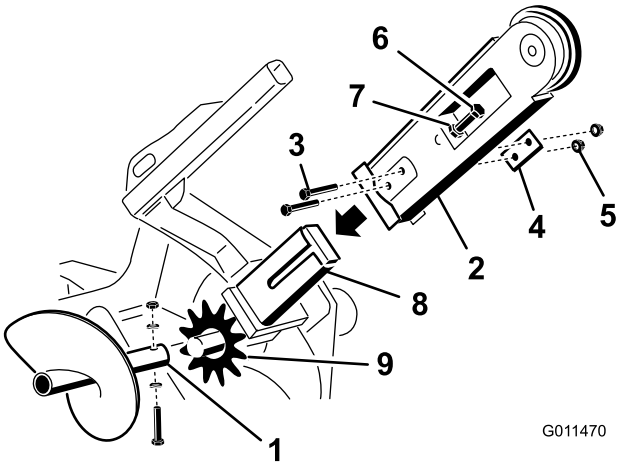

**Rysunek 4**
2. Usuń śrubę, 2 podkładki osadcze i nakrętkę zabezpieczającą świder do hałd, a następnie usuń świder (Rysunek 4).
3. Usuń 2 śruby, nakrętki i podwójne podkładki z boków wysięgnika (Rysunek 4).
4. Poluzuj śrubę regulacyjną i nakrętkę zabezpieczającą (Rysunek 4).